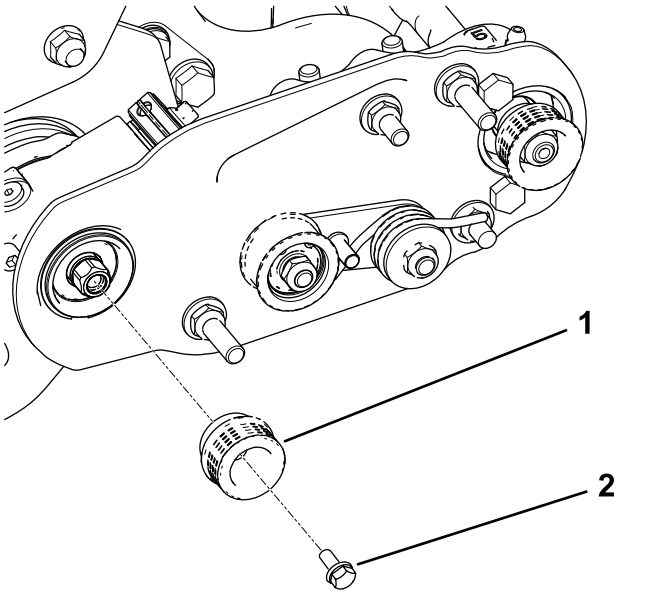

Figur 15
2. Monter remskiven på trimsatsakselen (Figur 15).
3. Påfør blått gjengeforseglingsmiddel til flenshodebolten, og bruk bolten til å feste remskiven til drivakselen. Se Figur 15.